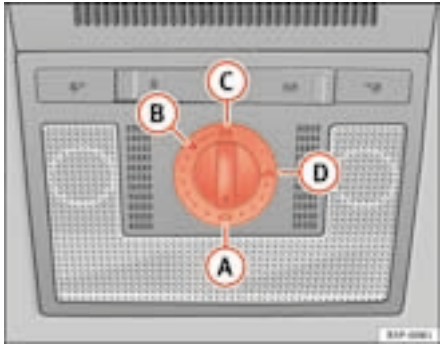

Fig. 70 Roof interior lining: closing the sliding/tilting sunroof ▶
– Turn the rotary button to position (A) ⇒ page 108, fig. 70 ⇒ ⚠.